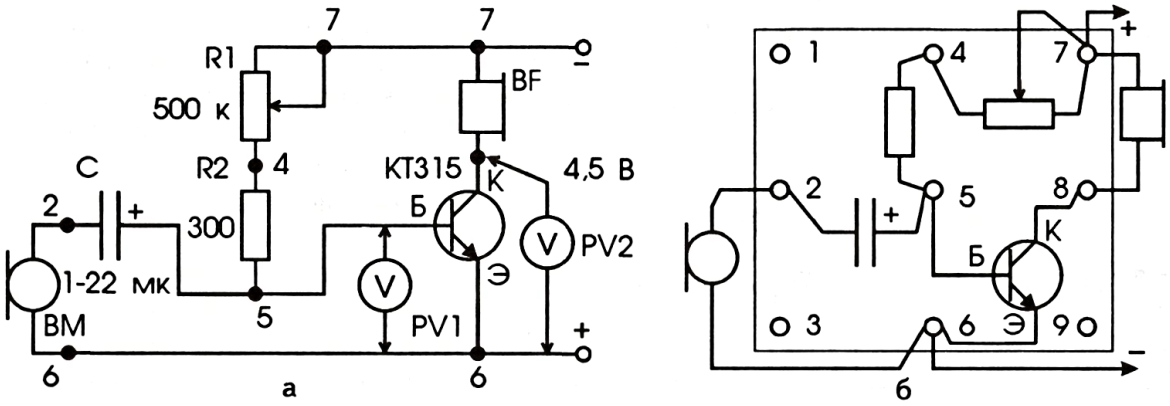

Рис. 7
1. Соберите схему усилителя звуковой частоты (УЗЧ) по рис. 7. В качестве микрофона **BM** и телефона **BF** служат высокоомные капсюли от головного телефона ТОН-2.
1. Начертите принципиальную схему УЗЧ на *p-n-p*-транзисторе. Она отличается от аналогичной схемы на рис. 7 тем, что изменены полярность включения источника питания и оксидных конденсаторов.